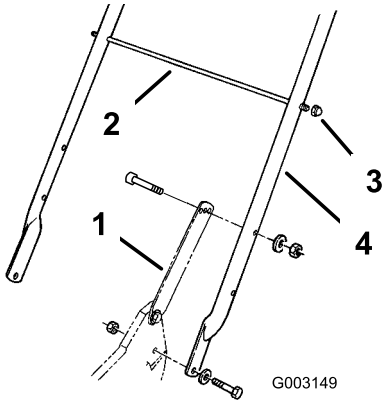

**Figura 3**
1. Montate la maniglia all'esterno della scocca del tosaerba (usate il foro inferiore) con 2 bulloni (5/16 x 1-1/4 pollici), rondelle e dadi di bloccaggio sottili (5/16 pollice) (Figura 3).
2. Fissate gli arresti della maniglia con 2 bulloni (5/16 x 1-1/2 pollici), rondelle e dadi di bloccaggio (5/16 pollice) (Figura 3).
3. Inserite l'asta di supporto del cesto nei secondi fori di montaggio dall'alto, nella maniglia, e fissate ogni estremità con un dado di bloccaggio a calotta (Figura 3).